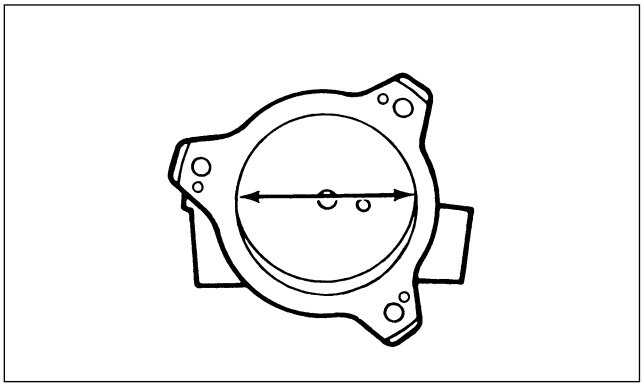

Figure 20. Inside Diameter of Vacuum Pump
- The inside diameter of the vacuum pump housing. The diameter must be 60.0–60.1 mm (2.362–2.366 in) (figure 20).